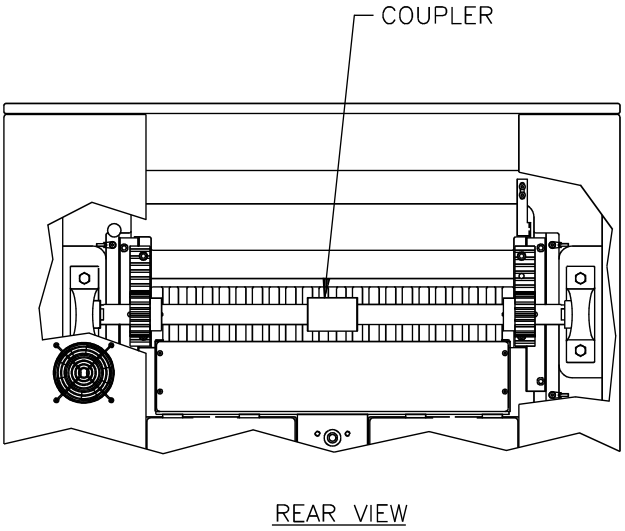

Figure 39
3. Loosen one end of the rack & pinion shaft coupling from the rear of the machine (Figure 39).
3. Loosen one end of the rack and pinion shaft coupling (Figure 39).